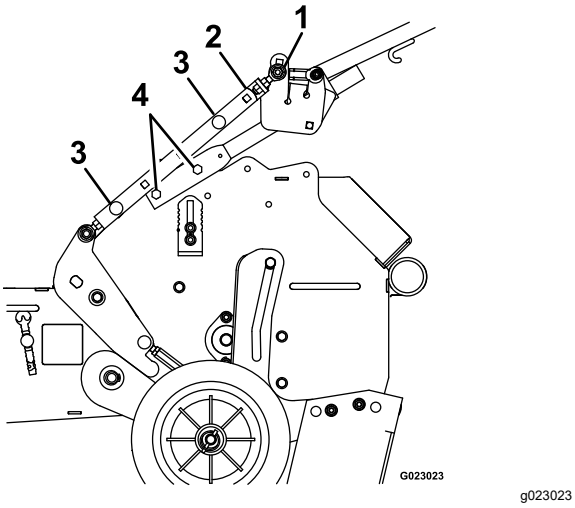
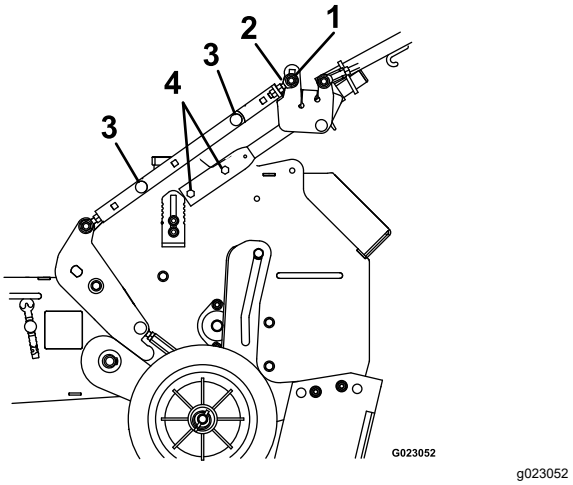
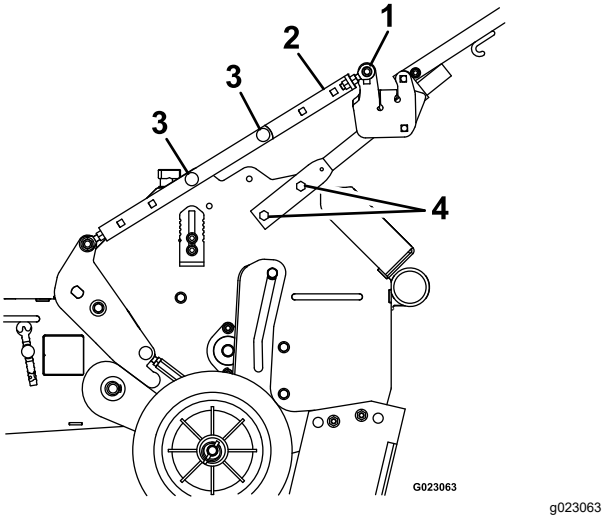

Figure 7
Figure 8
Figure 9
1. Pour régler la hauteur du guidon, insérez les fixations dans l'une des trois séries de trous situés de chaque côté du cadre principal, comme montré à la Figure 7, la Figure 8 et la Figure 9.